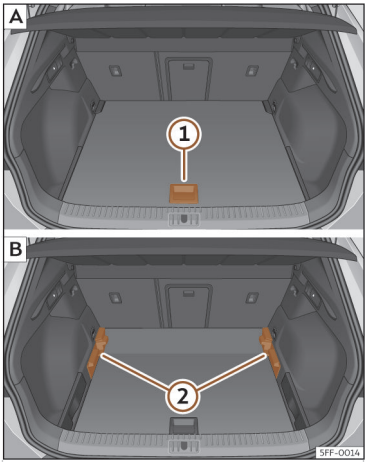

Fig. 179 Suelo variable del maletero: A posición alta; B posición baja.
- Para pasar de la posición baja a la alta, levante el piso por el asidero ››› **fig. 179** ①, tire de él hacia atrás hasta que la parte delantera del piso rebase totalmente los soportes ②.
- Haga desplazar sobre estos el piso hacia adelante hasta que haga tope en el respaldo de los asientos posteriores y, a continuación, baje el piso con el asidero ①.
- Para pasar de la posición alta a la baja, levante el piso por el asidero ››› **fig. 179** ①, tire de él hacia atrás hasta que la parte delantera del piso rebase totalmente los soportes ②.
- Deje caer la parte anterior contra el piso y empuje el piso hacia adelante hasta que haga tope en el respaldo de los asientos posteriores bajando al mismo tiempo el piso con el asidero ①.
- Con el suelo variable en posición alta, levántelo por el asidero ››› **fig. 179** ①, tire de él y empuje hacia el respaldo de los asientos posteriores hasta que se doble por la línea de bisagra y la parte móvil del piso repose sobre el mismo.